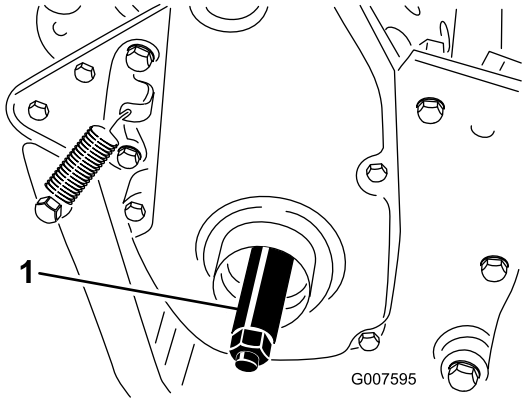

Figur 6
3. Skru den høyre hjulakselen på lederullen på høyre side av maskinen (Figur 6).